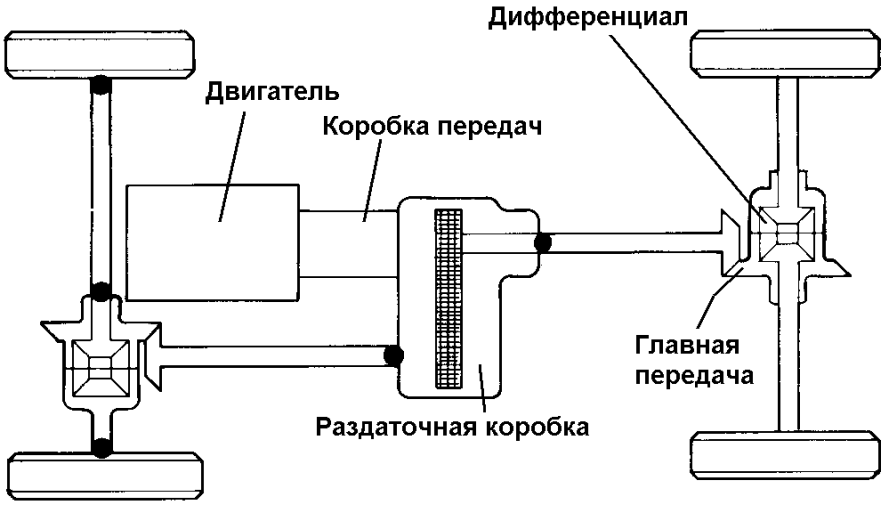

Рис.1-6
- подвод мощности ко всем колесам (полноприводные автомобили); в этом случае в состав трансмиссии вводится дополнительный агрегат – раздаточная коробка (рис.1-6).